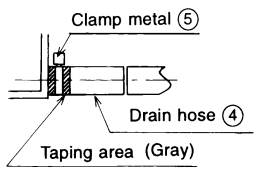

Fig. 25
- Use the attached drain hose ④ and clamp ⑤. Insert the drain hose into the drain socket, up to the gray tape. Tighten the clamp until the screw head is less than 4 mm from the hose. (Refer to Fig. 25, 26)